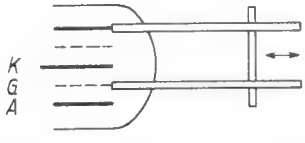

Bild 1. Kurzes Lechersystem mit verschiebbarem Kurzschluß als regelbare Induktivität
a) Leitungsstücke als Blindwiderstände. In Teil 2 war gezeigt worden, daß ein kurzes, an seinem Ende kurzgeschlossenes Leitungsstück wie eine Induktivität, ein kurzes offenes Leitungsstück wie eine Kapazität wirkt. Allgemein zeigte sich, daß man in der Lage ist, mit Doppelleitungsstücken alle Blindwiderstände zwischen 0 und $\pm\infty$ herzustellen. In der Praxis verwendet man z. B. kurze Lechersysteme mit verschiebbarem Kurzschluß als regelbare Induktivität zum Abstimmen der Kapazität zwischen den Elektroden der Senderöhre *(Bild 1)*. Dabei kommt es wegen der großen Elektrodenkapazitäten